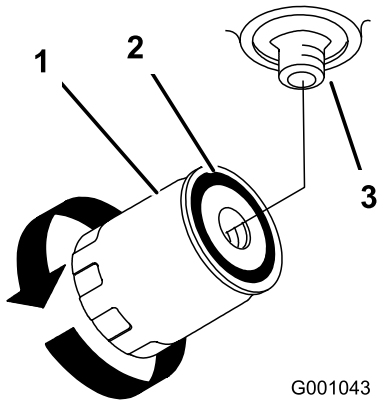

Figure 76
4. Déposez le filtre usagé et essuyez la surface du joint de l'adaptateur (Figure 76).
6. Montez le filtre de rechange sur l'adaptateur. Tournez le filtre dans le sens horaire jusqu'à ce que le joint rejoigne l'adaptateur, puis donnez 1/2 tour supplémentaire (Figure 76).